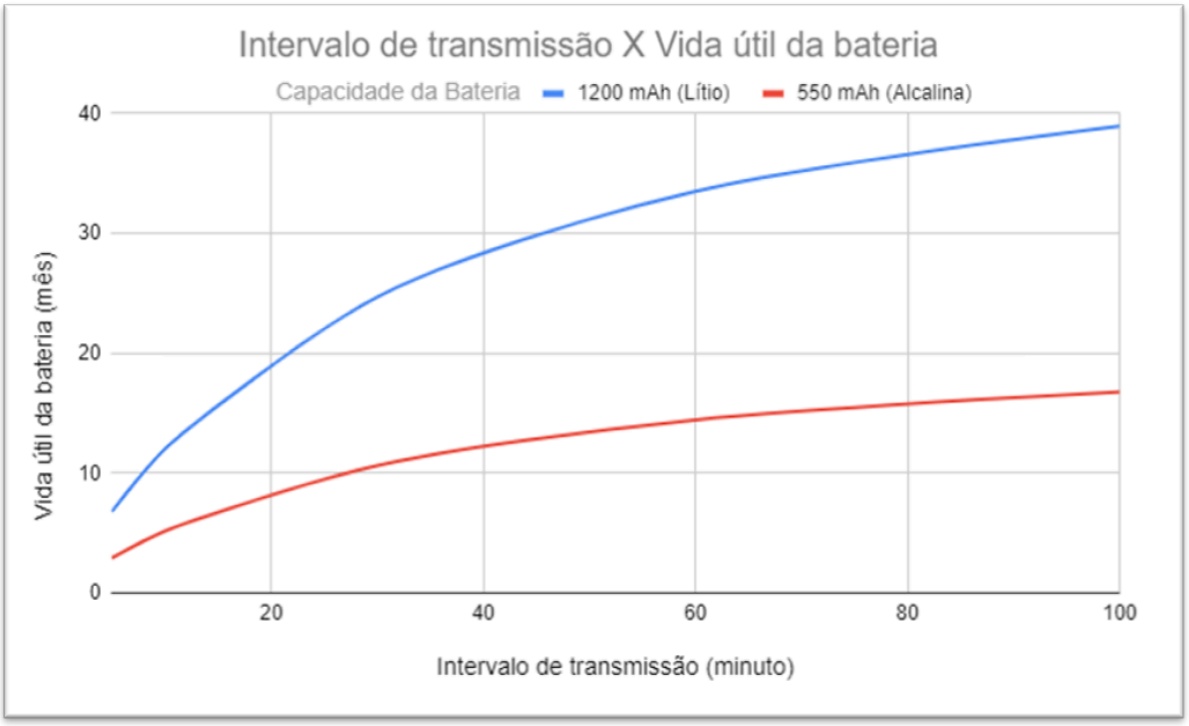

Figura 2 - Vida útil de baterias de mercado em função da taxa de transmissão.
A **Figura 2** mostra a vida útil da bateria em relação à taxa de transmissão. A taxa de transmissão pode ser configurada via MQTT ou por *Access Point* (AP). O uso prolongado do modo AP irá gerar um maior consumo de bateria, reduzindo a vida útil estimada.